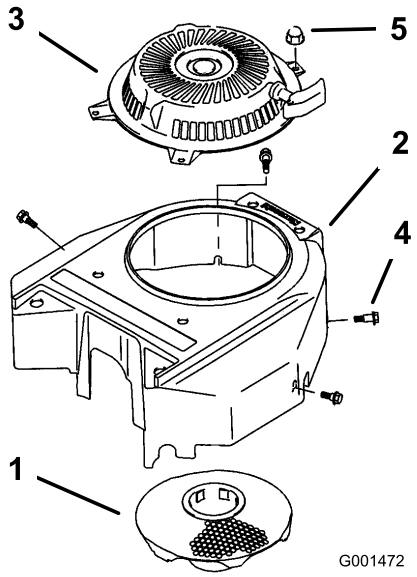

Figura 36
3. Retire la rejilla de entrada de aire, el arrancador de retroceso y la carcasa del ventilador (Figura 36).
5. Instale la rejilla de entrada de aire, el arrancador de retroceso y la carcasa del ventilador (Figura 36).